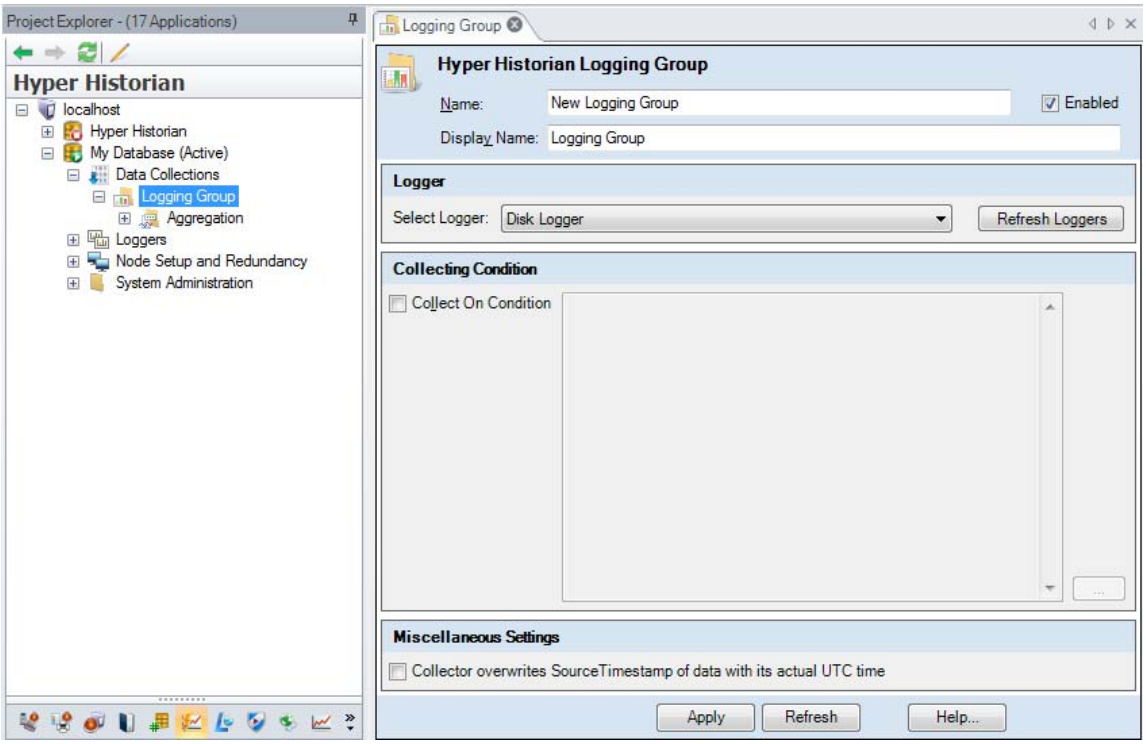

Figure L3.2 - Logging Group Configuration
4. Select the **Logger** that you created in a previous lab – **Disk Logger**. We are not going to enable Condition logging nor do we want our data to bear the Data Collector's timestamp, so we will leave the remaining checkboxes empty. Your form should look like Figure L3.2.